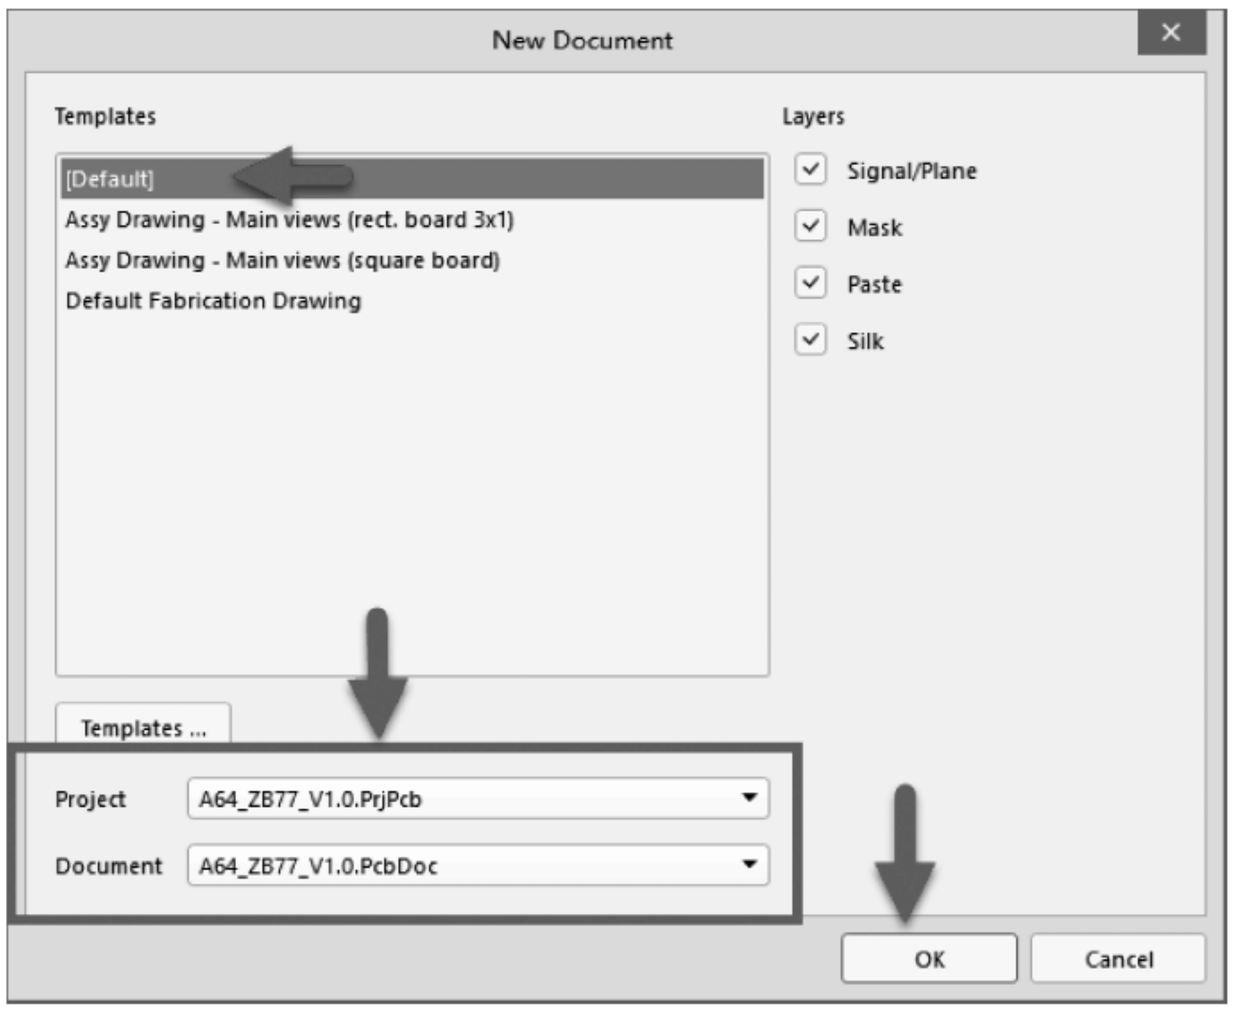

图 8-47　建立 Draftsman 文档
(1) 创建 Draftsman 文档。打开工程，执行菜单栏中“文件”→“新的”→Draftsman Document 命令，弹出 New Document 对话框，按图 8-47 所示操作，软件生成后缀名为 .PcbDwf 的 Draftsman Document 文件，并自动将其存放到工程文件路径下。